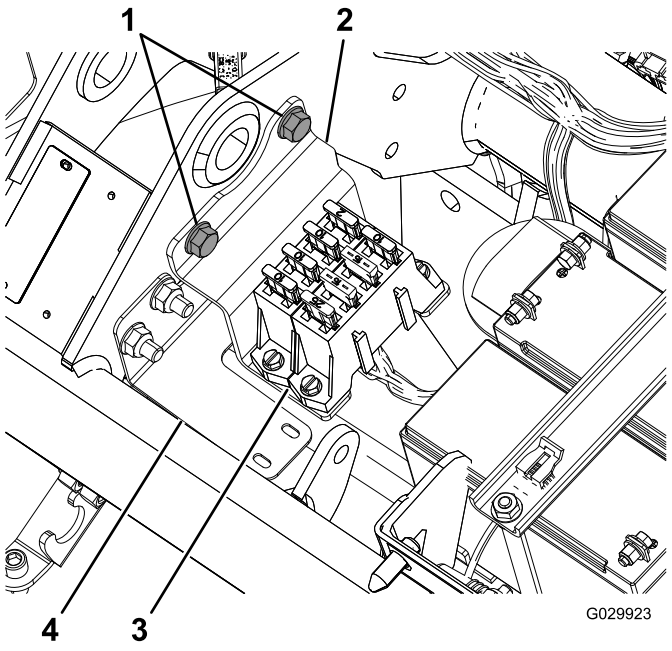

Bild 2
8. Entfernen Sie die Befestigungshalterung, mit der der Sicherungsblock unter dem Sitz befestigt ist (Bild 2).
Hinweis: Folgen Sie dem Profil der Kabelbaumhalterung, siehe Bild 2.